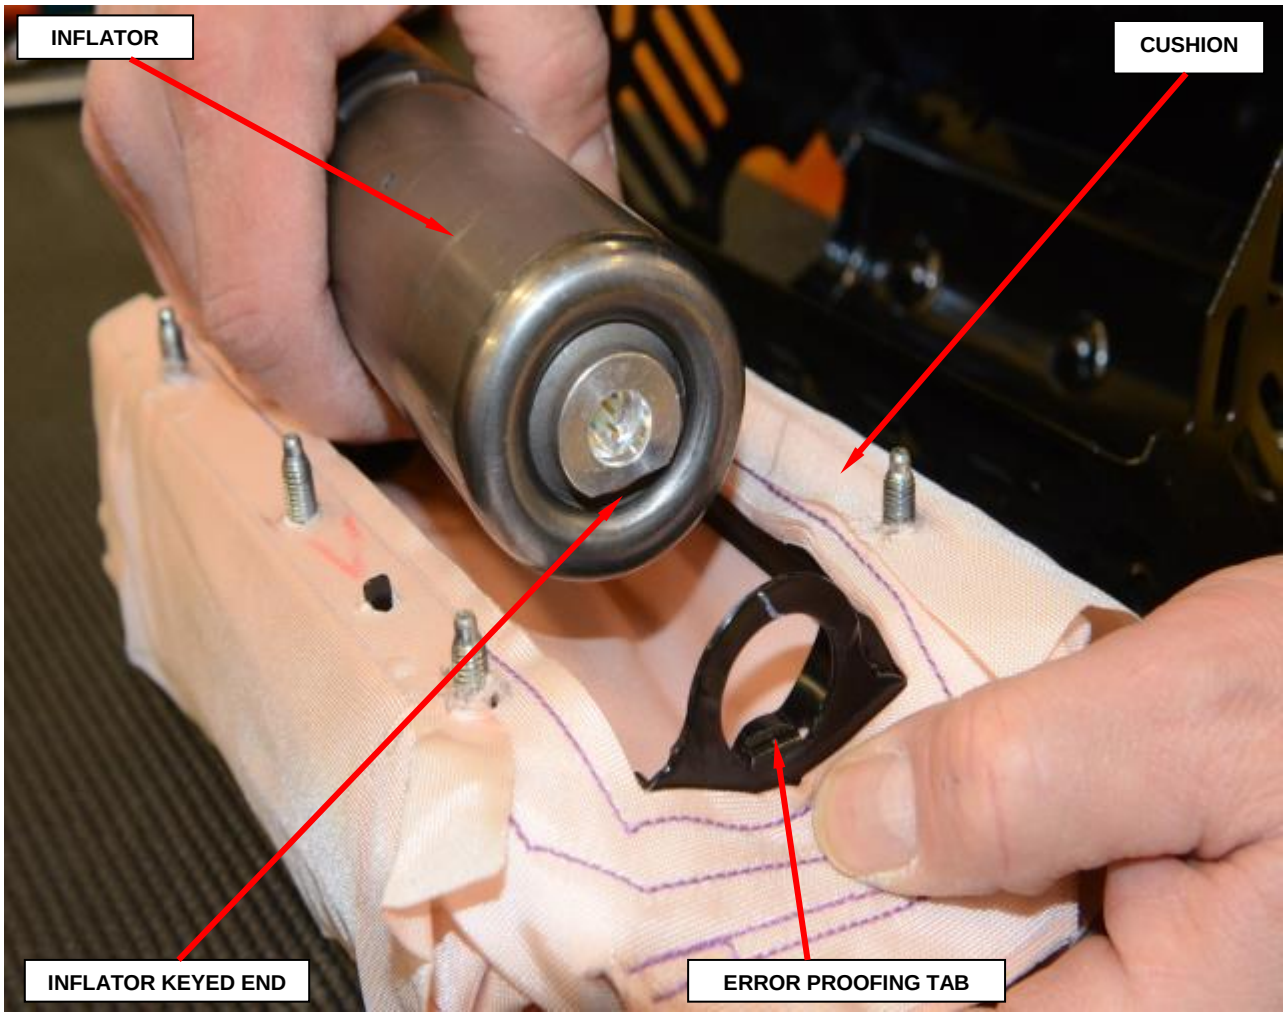

Figure 47 – Inflator to Cushion
k. Install the new inflator to the cushion noting keyed end alignment (Figure 47).
NOTE: Ensure proper inflator fit. Note error proofing tab when reassembling to cushion (Figure 47).